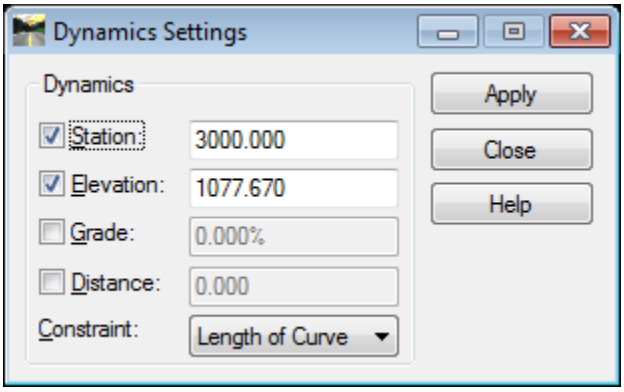

Figure L4-10 Dynamics Settings
20.	**The Add Vertical PI command is used to begin a Vertical Alignment and to add PVI's to the end of a Vertical Alignment. Use the Insert Vertical PI command to add PVI's between two existing PVI's.** • In InRoads, Select **Geometry ► Vertical Curve Set ► Dynamics Settings**. The **Dynamics Settings** dialog opens as shown in *Figure L4-10*. • In InRoads, Select **Geometry ► Vertical Curve Set ► Insert PI**.